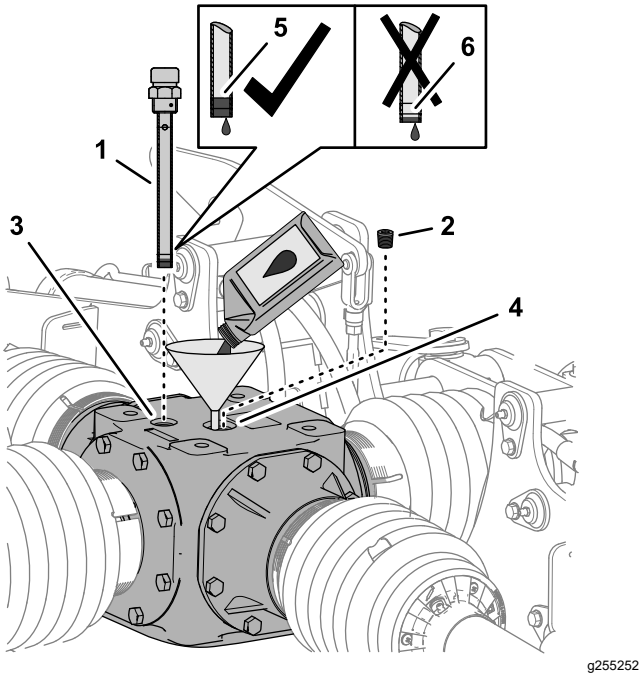

Figuur 61
1. Verwijder de peilstok uit de peilstokopening aan de bovenkant van de middelste tandwielkast en veeg de peilstok schoon (Figuur 61).
2. Verwijder de vulplug uit de vulopening bovenaan de tandwielkast (Figuur 61).
3. Voeg 2484 ml van de gespecificeerde tandwielkastvloeistof bij aan de tandwielkast door de vulopening (Figuur 61).
4. Draai de peilstok in de opening, verwijder de peilstok en controleer het vloeistofpeil (Figuur 61).
6. Draai de peilstok in de vulopening en bevestig hem (Figuur 61).
7. Monteer de vulplug terug in de vulopening en bevestig de plug (Figuur 61).